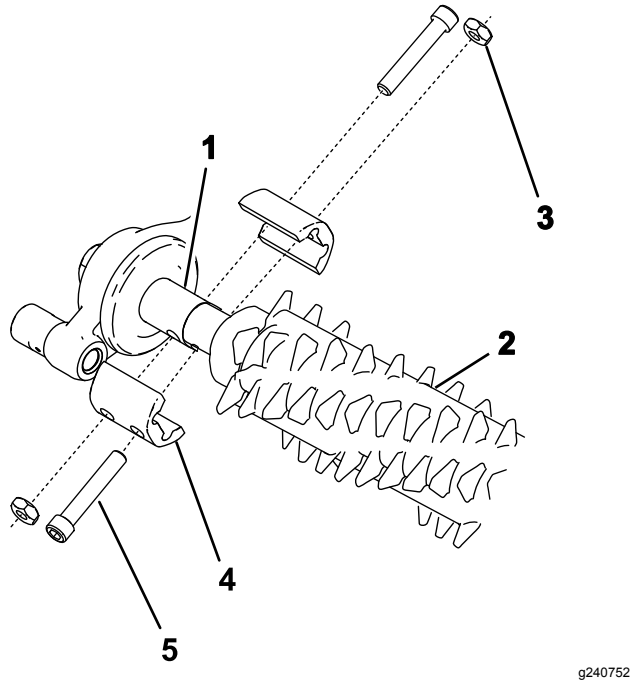

Figuur 15
2. Lijn de groomer uit met de aandrijf-asstompen van de aandrijfkast van de groomer en de spanpoelie (Figuur 15).
3. Monteer de groomer op de machine zoals in Figuur 15 met 4 bouten (¼" x 1½"), 4 contramoeren en 4 asklemmen.